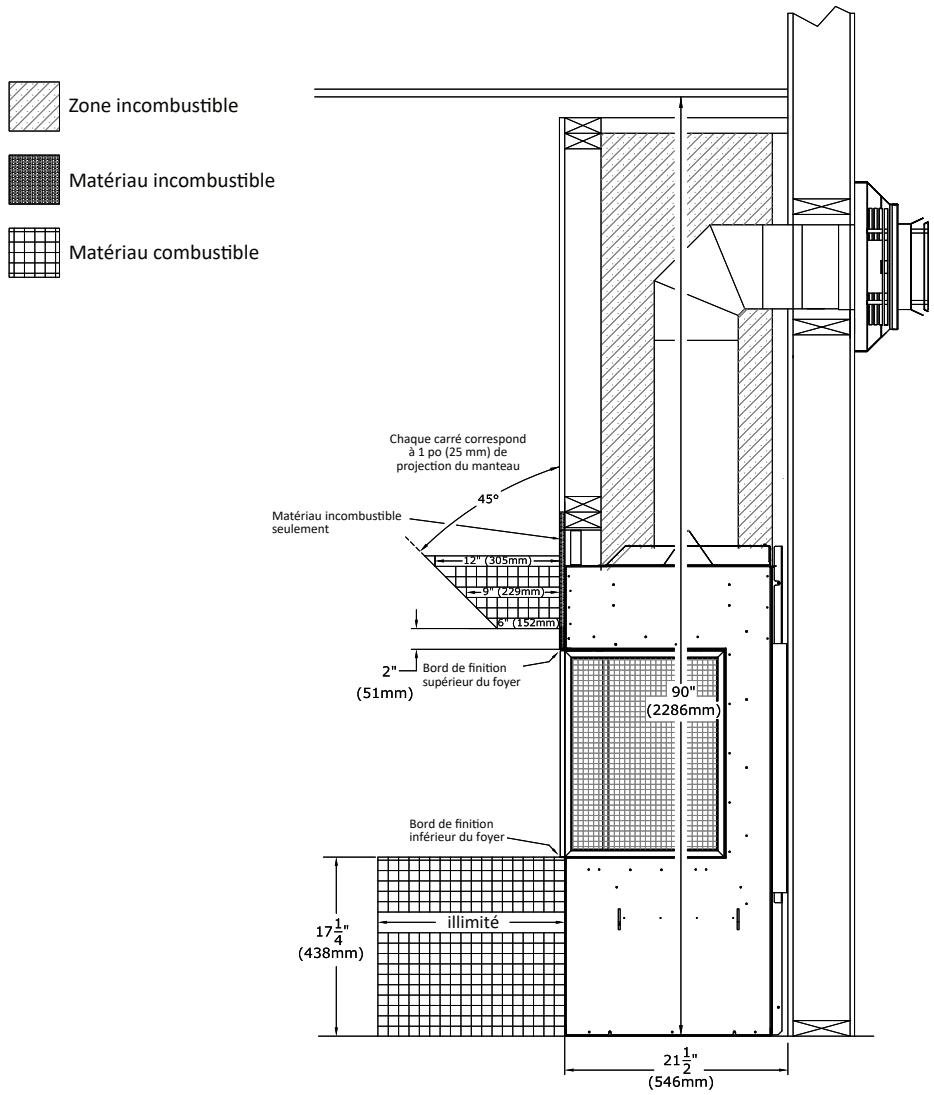

Figure 3.27 - Projections du manteau et de l'extension d'âtre
- **Projection du manteau combustible:** Comme la Figure 3.27 l'indique, un manteau ayant 6 po (152 mm) de projection maximum peut commencer à 2 po (51 mm) au-dessus des bords de finition supérieurs situés à l'avant et aux cotés du foyer. La projection du manteau peut augmenter de 1 po (25 mm) pour chaque pouce (25 mm) de hauteur additionnelle, à partir d'un manteau de 6 po (152 mm).
- **Extension d'âtre combustible:** Une extension d'âtre combustible peut avoir une projection illimitée et peut être surélevée jusqu'au bord de finition inférieur du foyer. Voir la Figure 3.27.